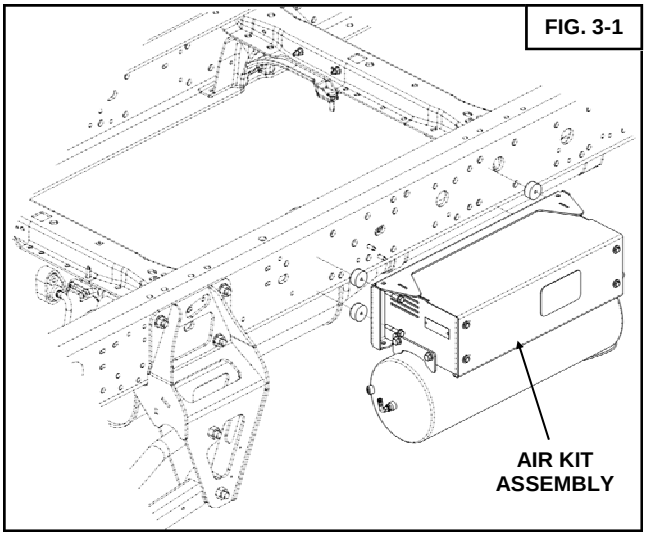

FIG. 3-1
- Mount the air kit to the side of the frame or any other suitable location as shown in Fig 3-1. Use the supplied rubber isolators and 5/16 nuts and bolts to fasten the kit. (Torque to 15-20 FT-LBS). Some drilling may be required. **Do not over tighten the fasteners** to ensure proper clearance and isolation from the rubber isolators.